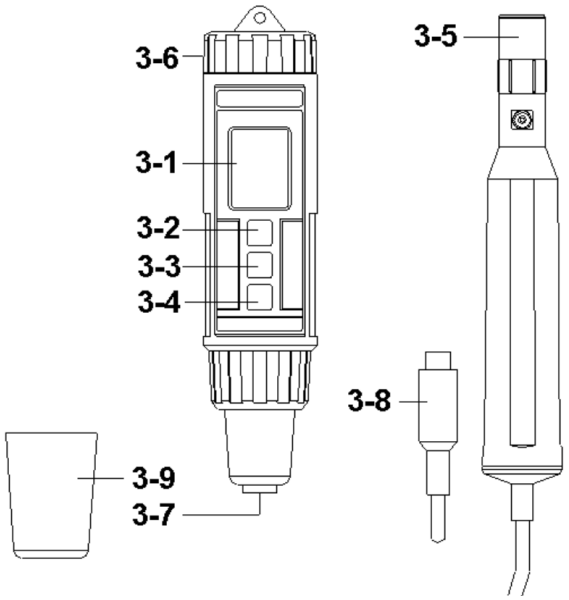

*Рис. 1*
1) Вставте «Штекер зонда» (3-8, рис. 1) у «Вхідний роз'єм» (3-7, рис. 1).
2) Увімкніть прилад кнопкою «POWER» (3-2, рис. 1). На «Дисплеї» (3-1, рис. 1) з'явиться значення «$O_2$ %» і температура, наприклад:
3) Натисніть кнопку «HOLD» (3-3, рис. 1) один раз — на дисплеї з'явиться індикатор «HOLD». Потім натисніть кнопку «REC» (3-4, рис. 1) один раз. Дисплей покаже:
2) Натисніть і утримуйте кнопку «HOLD» (3-3, рис. 1) щонайменше дві секунди — індикатор на дисплеї зміниться з «% $O_2$» на «mg/L». Тепер прилад готовий до вимірювання розчиненого кисню (DO).
5) Після кожної серії вимірювань ретельно промивайте зонд звичайною водопровідною водою. Надягніть «Захисний ковпачок головки зонда» (3-9, рис. 1) на «Головку зонда» (3-5, рис. 1).
b. Натисніть і утримуйте кнопку «REC» (кнопка °C / °F) (3-4, рис. 1) щонайменше дві секунди — одиниця температури зміниться з °C на °F або з °F на °C і буде збережена як стандартна; після цього відпустіть кнопку.
Під час вимірювання натисніть кнопку «HOLD» (3-3, рис. 1) один раз — виміряне значення зафіксується, а на дисплеї з'явиться символ «HOLD».
Функція запису зберігає максимальне та мінімальне показання. Натисніть кнопку «REC» (3-4, рис. 1) один раз, щоб запустити функцію запису — на дисплеї з'явиться символ «REC».
a) Натисніть кнопку «REC» (3-4, рис. 1) один раз — на дисплеї з'явиться символ «REC MAX» разом із максимальним значенням. Щоб видалити максимальне значення, натисніть кнопку «HOLD» (3-3, рис. 1) один раз — на дисплеї залишиться лише символ «REC», а функція запису продовжить роботу.
b) Натисніть кнопку «REC» (3-4, рис. 1) ще раз — на дисплеї з'явиться символ «REC MIN» разом із мінімальним значенням. Щоб видалити мінімальне значення, натисніть кнопку «HOLD» (3-3, рис. 1) один раз — на дисплеї залишиться лише символ «REC», а функція запису продовжить роботу.
2) Щоб замінити батарейки, поверніть і зніміть «Кришку батарейного відсіку» (3-6, рис. 1), вийміть старі батарейки та встановіть нові: **4 батарейки 1,5 В типу AAA (UM-4).**